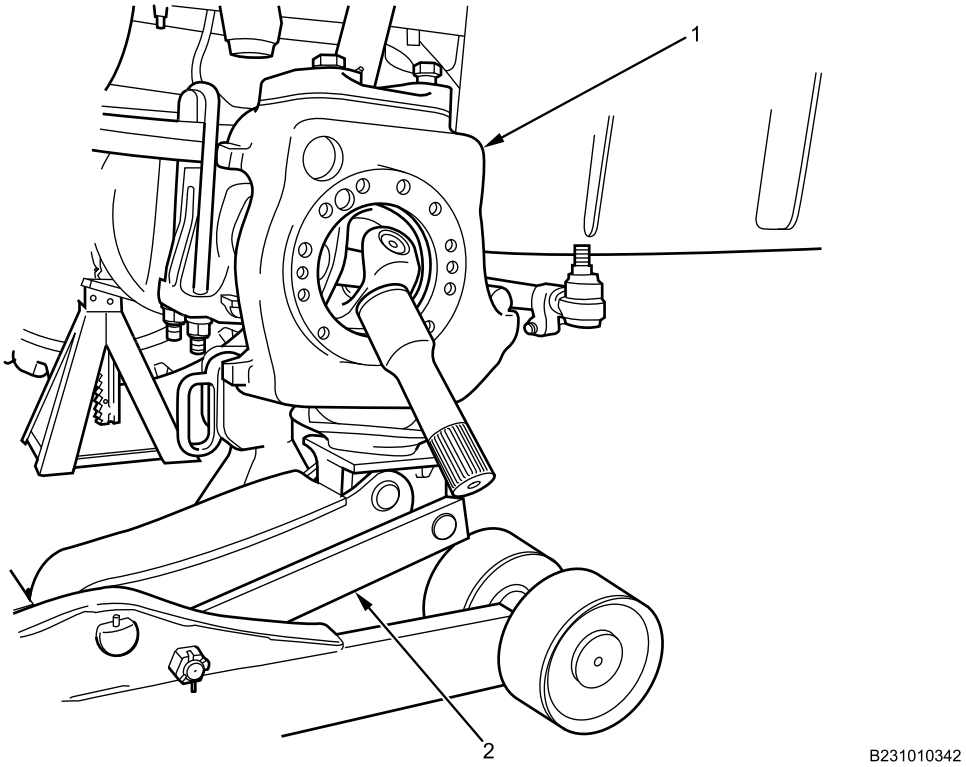

Figure 8. Steering Knuckle Supported by Floor Jack.
1. Position steering knuckle (Figure 8, Item 1) onto axle housing with floor jack (Figure 8, Item 2).